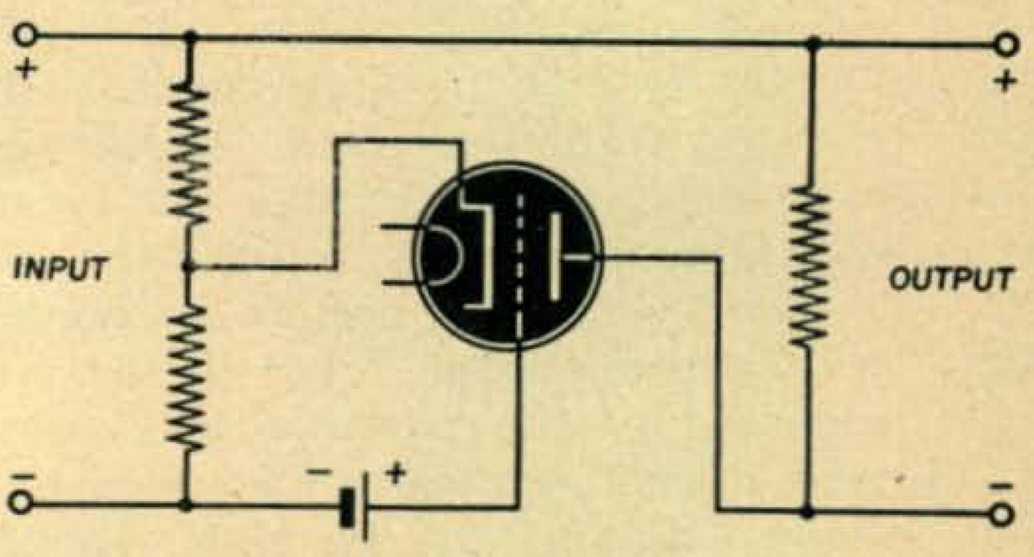

Fig. 3. Single-stage degenerative circuit
a. The single stage degenerative d-c amplifier type *(Fig. 3).*